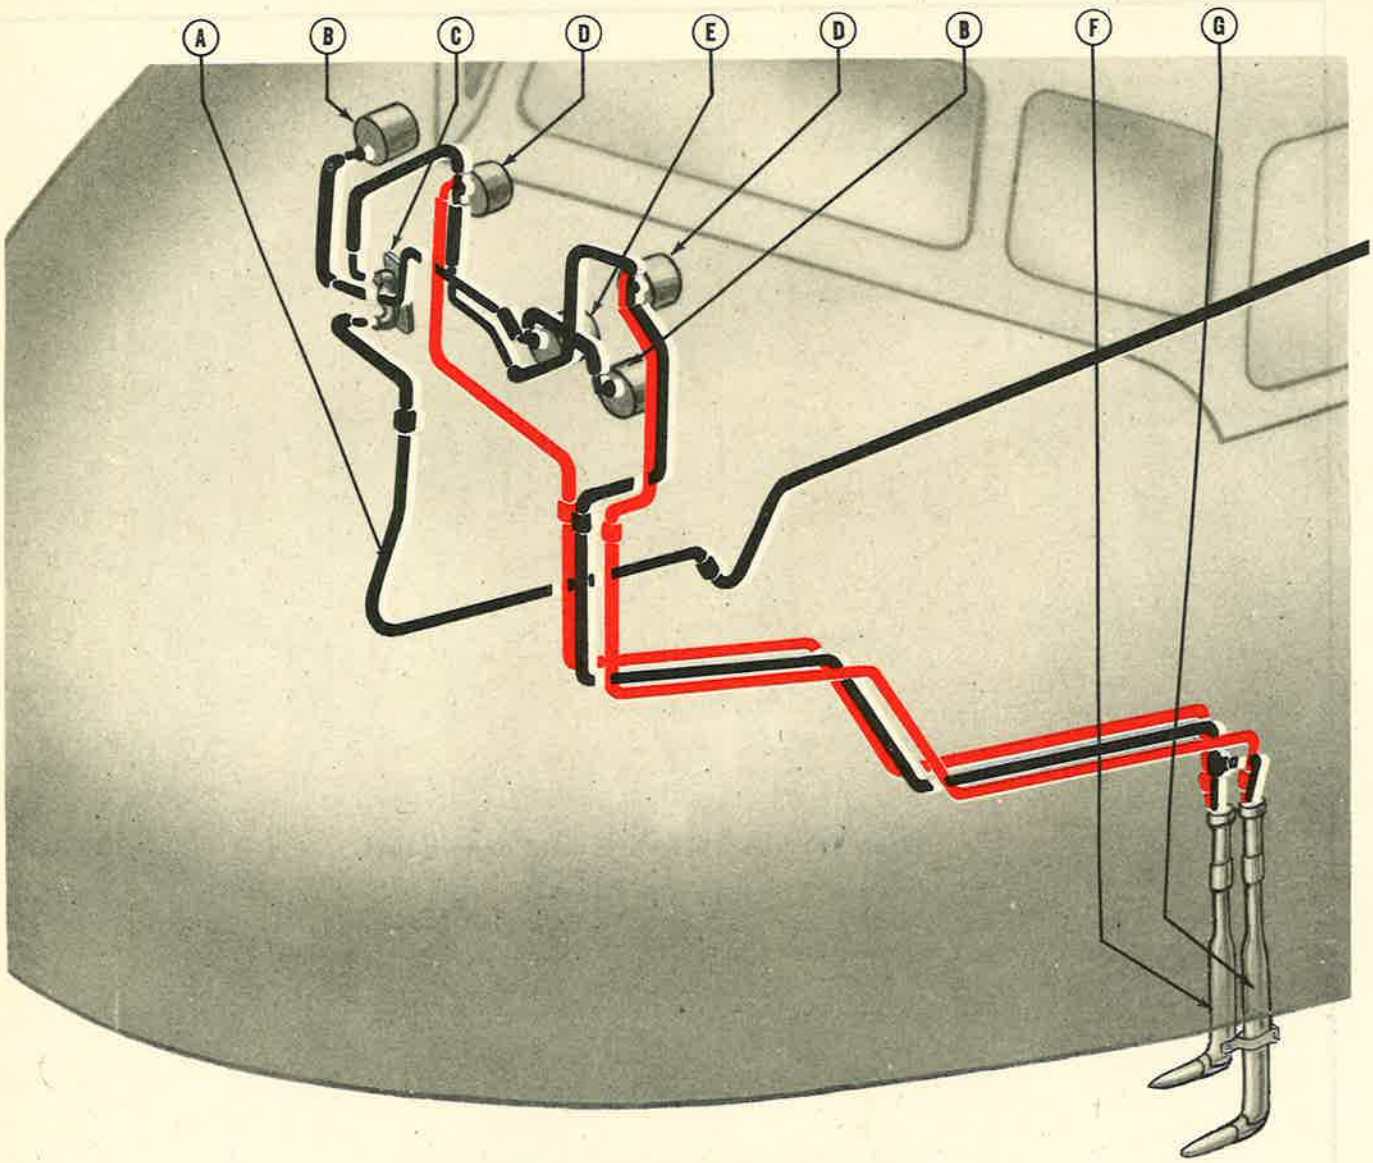

Figure 311—Pitot-Static Instrument System
(4) INSTALLATION.—To install the instrument panel, reverse the removal procedure.
c. PITOT-STATIC INSTRUMENTS AND EQUIPMENT. *(See figure 311.)*
(1) DESCRIPTION.—Pitot-static instruments and equipment installed on the airplane consist of two airspeed indicators, two altimeters, and one rate-of-climb indicator, all installed on the main instrument panel, two pitot-static tubes mounted on masts on the under side of the fuselage beneath the pilots' compartment, a static selector valve, and the connecting lines. The pitot-static tubes provide separate sources of pressure for each airspeed indicator. Static pressures from the two tubes are combined into a single source before they reach the instrument panel. The static selector valve is connected to this source of static pressure and also to an alternate static line which runs to the left aft gasoline container bay. On late C-47A and early C-47B airplanes, the alternate line provides a source of emergency static pressure for the altimeters and rate-of-climb indicator in the event that the pitot-static tube source should fail. On early C-47A and late C-47B airplanes, the alternate line provides an emergency source for both airspeed indicators as well as for both altimeters and rate-of-climb indicator in case of failure of the pitot-static source line. The pitot-static tubes are protected from ice by electrical heaters which are built into the tubes. Refer to paragraph 14., this section, for the heater wiring diagrams.
(2) TEST BEFORE REMOVAL.